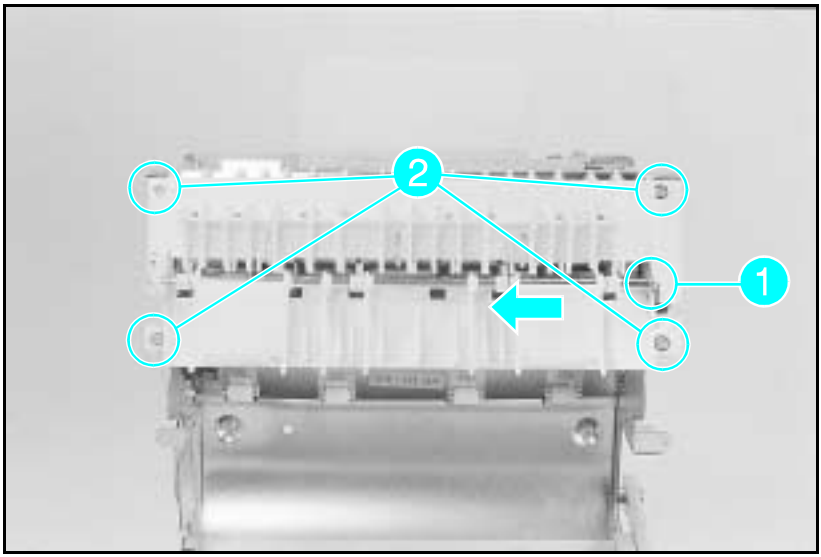

Figure A-11 Switchback Paper Guide
1 Remove the (1) E-clip from the shaft on the stepper motor side shown in Figure A-11, callout 1.
1 Remove the (4) screws shown in Figure A-11, callout 2.